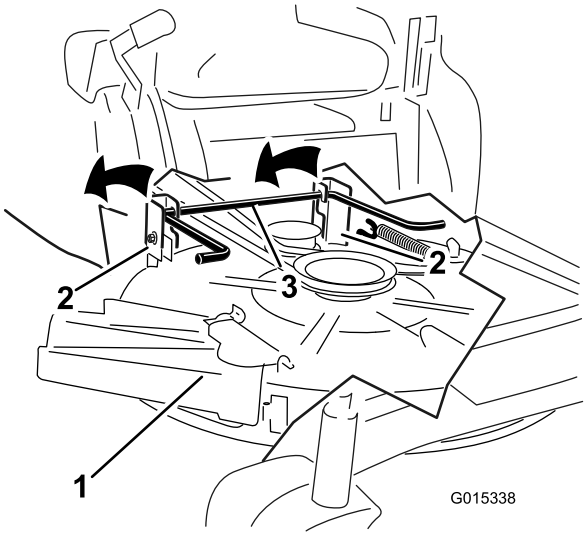

Figuur 64
6. Hef het maaidek en de ophangbeugels op van de achterste hefstang en laat het maaidek voorzichtig neer op de grond (Figuur 64).
5. Hef de achterkant van het maaidek op en leid de ophangbeugels over de achterste hefstang (Figuur 64).